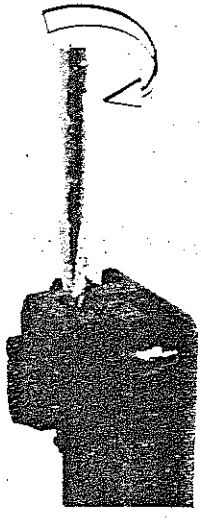

Fig. 5
- inserire la punta di un cacciavite nella tacca superiore del fermo (fig. 5)